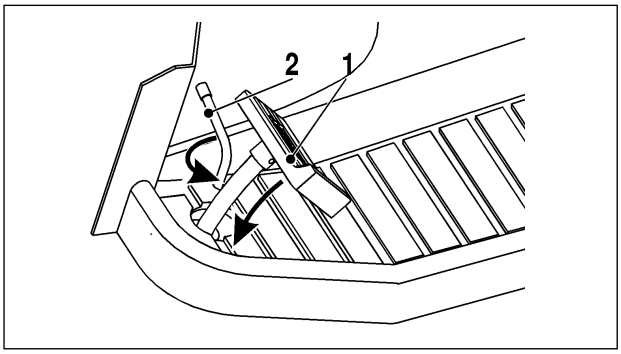

*Fig. 14*
3. Depress fully, and hold the brake pedal (fig. 14, pos 1).
## BRAKE (FIG. 14)
The parking brake lever is used to lock the brake pedal in brake position (fig. 14; pos. 2).
While travelling downhill, never coast! When parking, depress the brake pedal, and lock it (fig. 14, pos. 1 and 2).